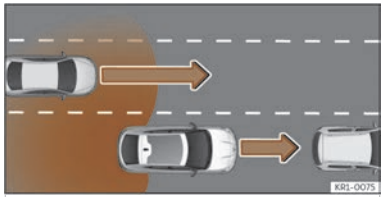

Fig. 125 Adelantamiento con tráfico en la parte trasera.
- Cuando se es adelantado por otro vehículo ››› **fig. 125**.